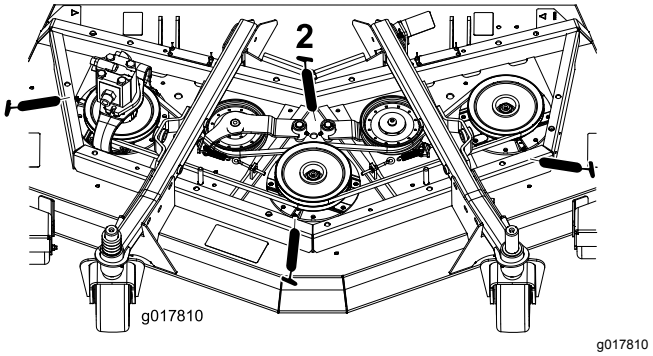

**Figuur 63**
- 3 aslagers – onder de poelie (Figuur 63)
- 2 lagerbussen van draaipunt van spanpoeliearm (Figuur 63)